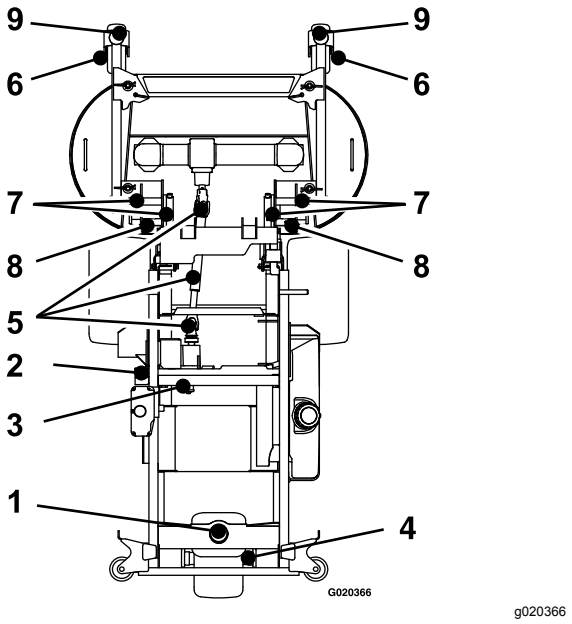

Figuur 30
5. De spannerarm van de pompriem smeren (Figuur 30).